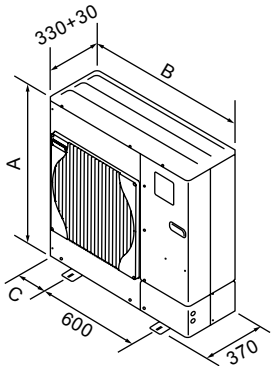

Fig. 2-1
2.2. Außenmaße (Außenanlage) (Fig. 2-1)